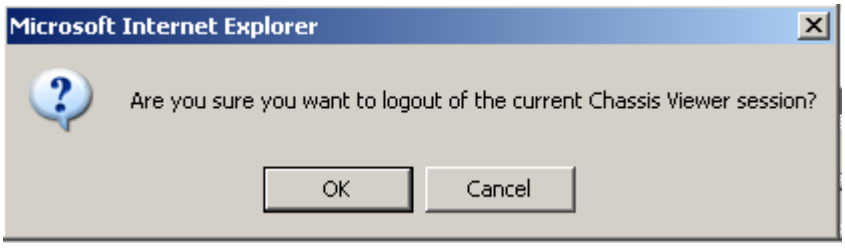

Figure 6 Logout Question Screen.
1. From the Details Header, click **Logout**. The Logout window displays (Figure 6).